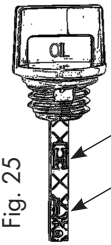

Fig. 25
- Lees het oliepeil af, zie ook Fig. 25.
Er moet een oliefilm zitten tussen de bovenste en onderste markeringen. Als er geen oliefilm is, is het oliepeil te laag, Afb. 25. Vul bij met meer olie. H- Hoog staat voor maximaal. L-Low staat voor minimum.